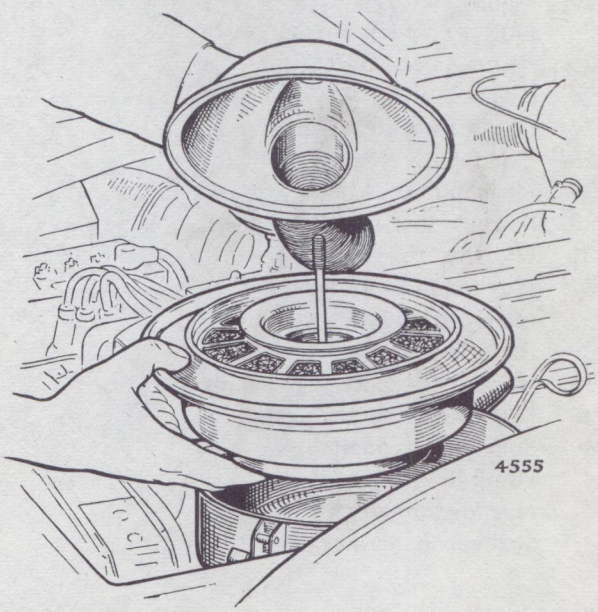

Fig. 12. *Replacing air cleaner top cover*
7. Place the cleaner element (3) in the oil container (5) and, holding them level as illustrated in Fig. 12, to prevent oil from being spilt from the container (5), replace the top cover (2) and wing nut (1).
8. Replace this assembly in the outer container (7), fix in position by replacing the three clips (6) and finally recheck tightness of the wing nut (1).